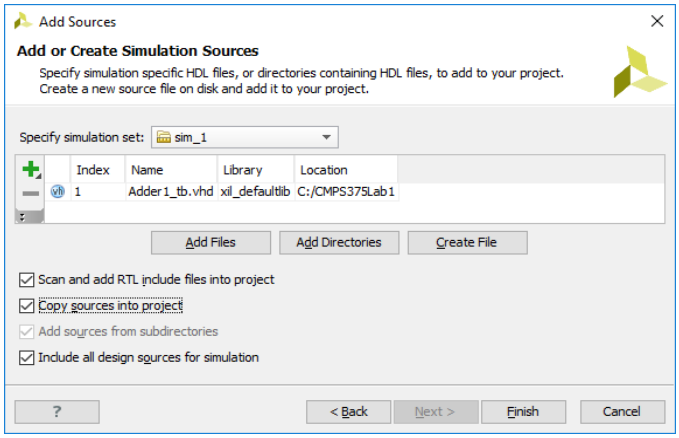

Figure 14. Add Simulation Sources: Adder1_tb.vhd
b. In the *Add or Create Simulation Sources* form as shown in Figure 14, click on the *Add File* button, then browse directory, select **Adder1_tb.vhd**. Then, click *Finish*.